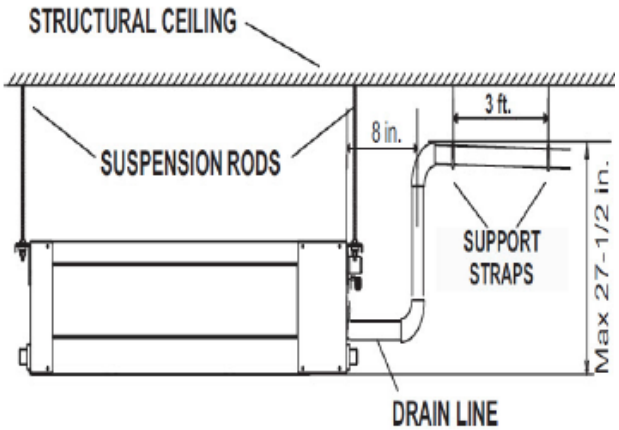

Fig. 14 —Condensate Piping
- The highest point in the condensate piping should be as close to the unit as possible. See Fig. 14.